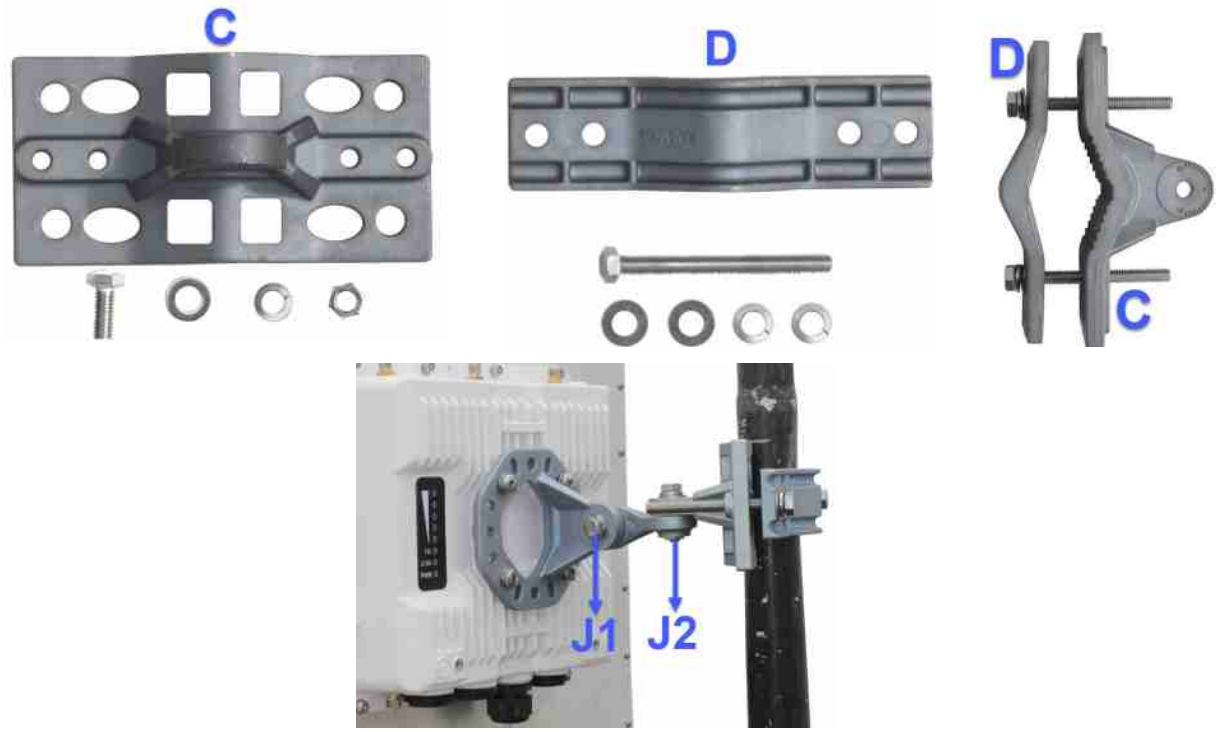

Figure 4-3 Pole Mounting
1. To pole-mount the device, insert the provided bolts through Bracket (D), mate with Bracket (C) around the pole, and secure with supplied washers torquing to 100 Lbf-in (115Kgf-cm). The supplied bolts (Hex. bolt 5/16” x 4”long) are designed for pole diameters from 32 to 89mm (1.25 to 3.5 inches).
2. Fix the fixed Extension Arm (B) to the Mounting Bracket (C) with the provided bolt, nut, and washers. Partially tighten the joints J1 and J2 to allow for alignment of the device.
4. While installing the device, make sure that the device Ethernet Port-1 with cable installation (using cable gland) faces downward only as shown in Figure 4-3 below